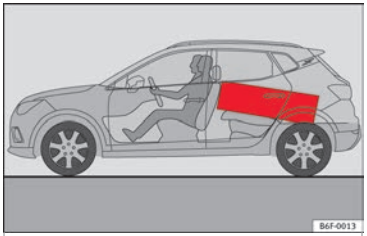

Rys. 164 Umieścić ciężkie elementy możliwie jak najbliżej przedniej części bagażnika.
– Ciężkie przedmioty należy umieścić jak najbardziej z przodu bagażnika **››› rys. 164**.